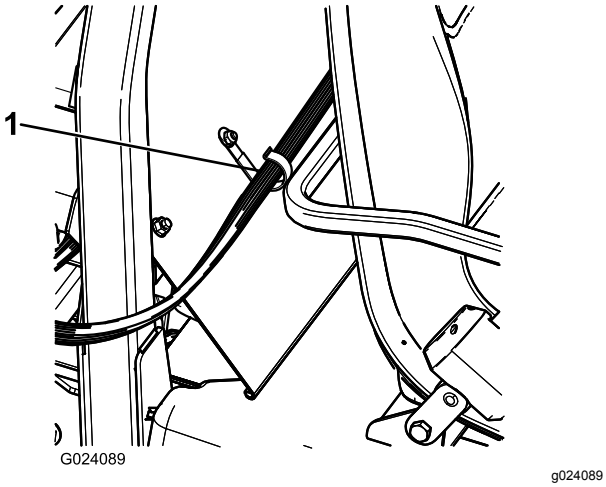

Figur 21
2. Monter en J-clips bag passagersædet ved hjælp af en bolt (¼" x ½") og en flangemøtrik (¼") (Figur 21).
3. Fastgør kontrolkonsollens ledningsnet på konsollen og styrtbøjledækslet ved hjælp af J-clipsene (Figur 21).